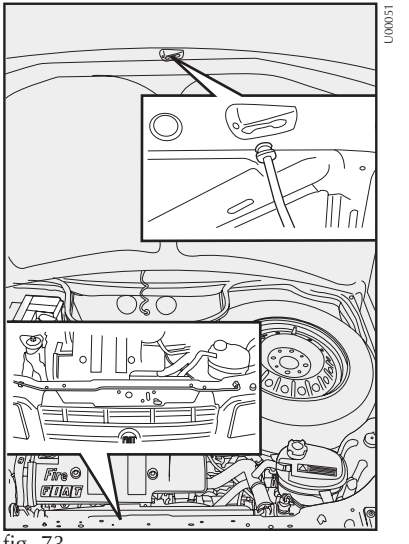

fig. 73
3) Levante el capó por la parte central y, al mismo tiempo, suelte la varilla de fijación **fig. 73** de su dispositivo de bloqueo.
1) Manténgalo levantado con una mano y con la otra quite la varilla **fig. 73** del alojamiento y colóquela en su dispositivo de bloqueo.